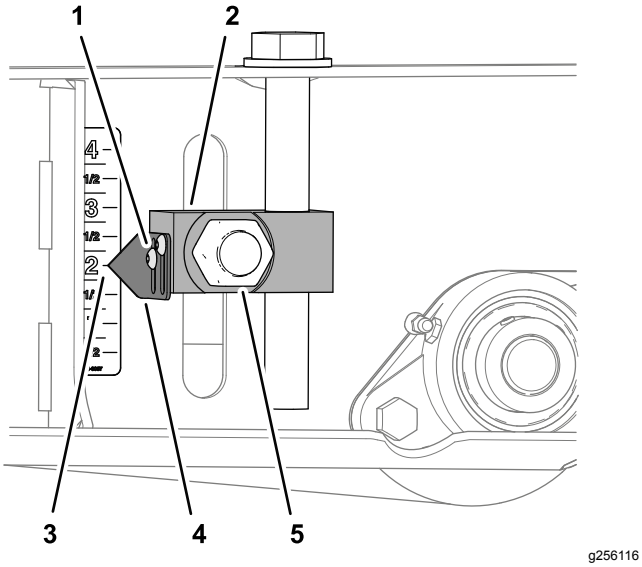

Figur 78
6. Løsne pipehodeskruene som fester de to anviserne til klippehøydejusteringsblokken, innrett anviserne med 2-tommersmerket på merket, og stram til skruene (Figur 78).
7. Stram de fire mutterne som fester de fire klippehøydejusteringsblokkene (Figur 76 og Figur 78) til fremre og bakre valse til tiltrekkingsmoment på 322 til 396 Nm.